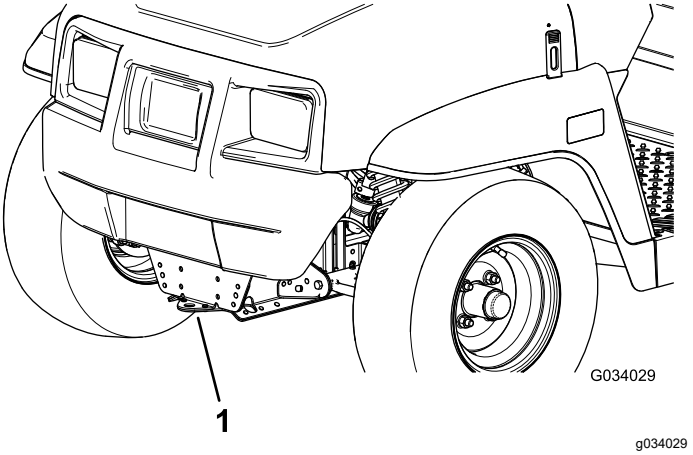
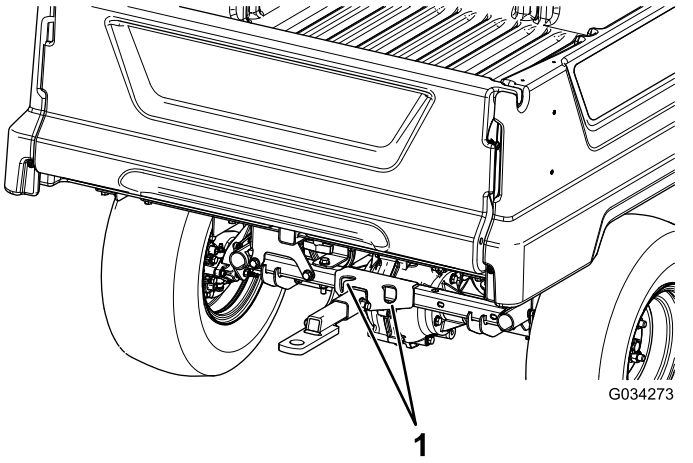

Figur 21
Figur 22
Använd en släpvagn med ramper i fullbredd om du ska flytta maskinen långt. Se till att du fäster maskinen vid släpvagnen. Se Figur 21 och Figur 22 för fästpunkternas placering på maskinen.
2. Fäst en bogserlina i bogseröglan framtill på maskinens ram (Figur 21).